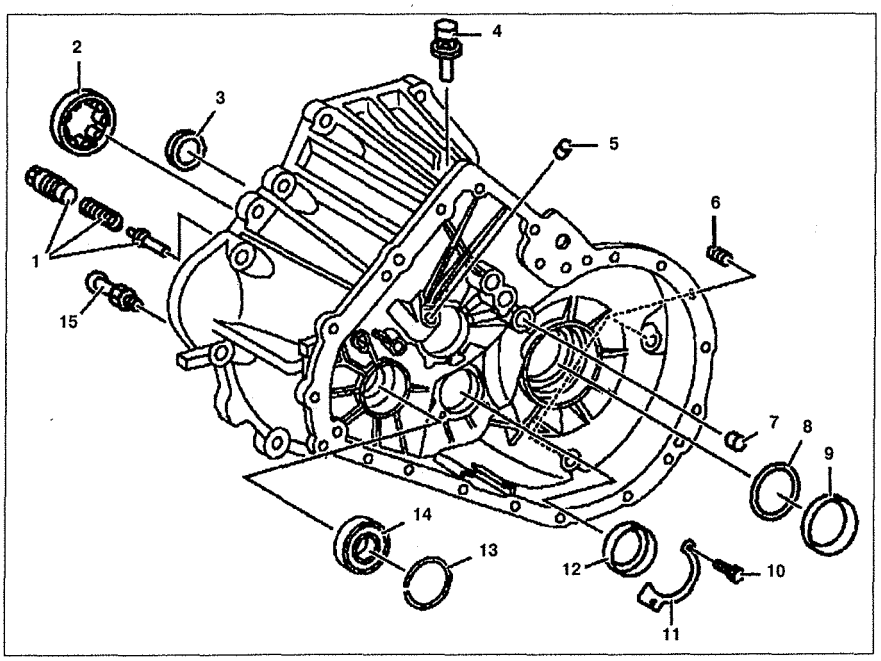

Рис. 6.18. Корпус сцепления (автомобили с двигателями 111.948 и 601.970):
2. Снимите вращающийся сальник вала **3** (см.рис.6.18).